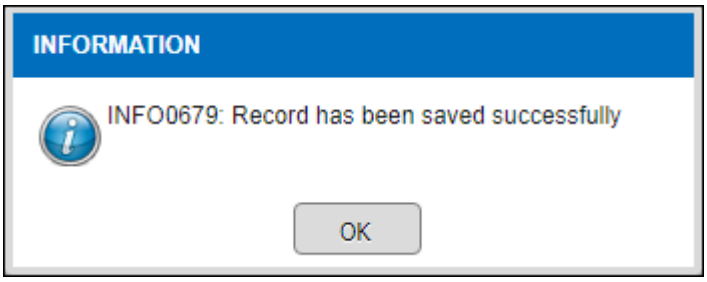

Figure 3.10-6 Alert Message
- *Click on the* OK *button to updated data as shown in Figure 3.10-6.*